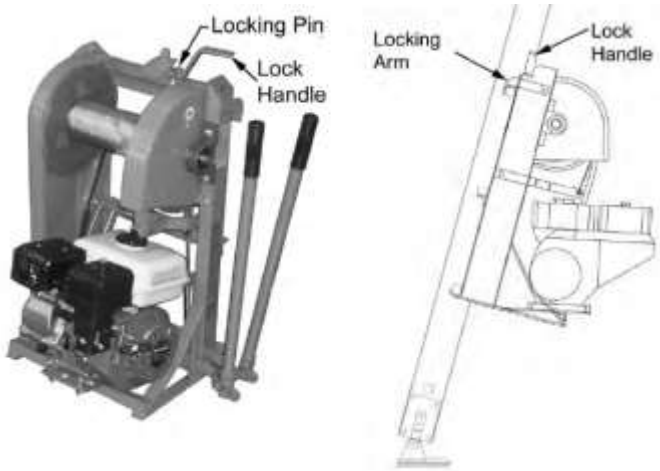

Figure 4
d) Push the base of the ladder hoist inward, having the back of the power unit flush to the 2nd and 3rd rungs, as shown in Figure 4.